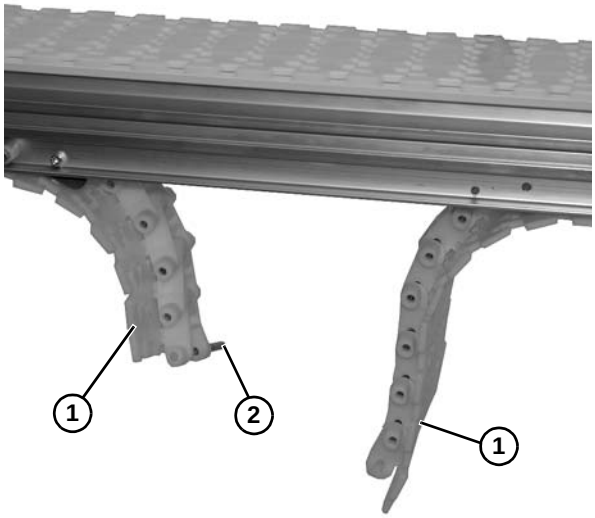

Figure 23
- Install belt around drive end of conveyor and bring the ends **(Figure 23, item 1)** of the belt together.
- Insert rod **(Figure 23, item 2)**.